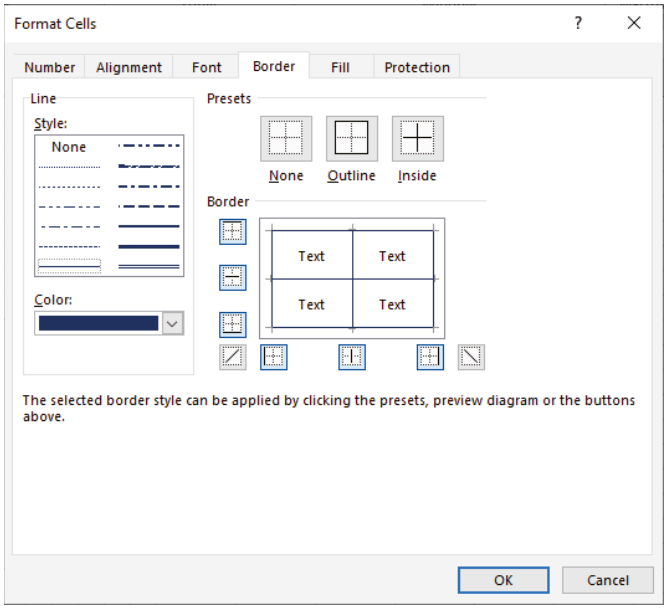

Figure 8.12: Set the border color to dark blue.
7. Change the border color to dark blue. With the range still selected, choose More Borders from Home ➪ Font ➪ Borders. Choose dark blue from the Color drop-down and click the Outline and Inside buttons. Figure 8.12 shows the Border tab of the Format Cells dialog.